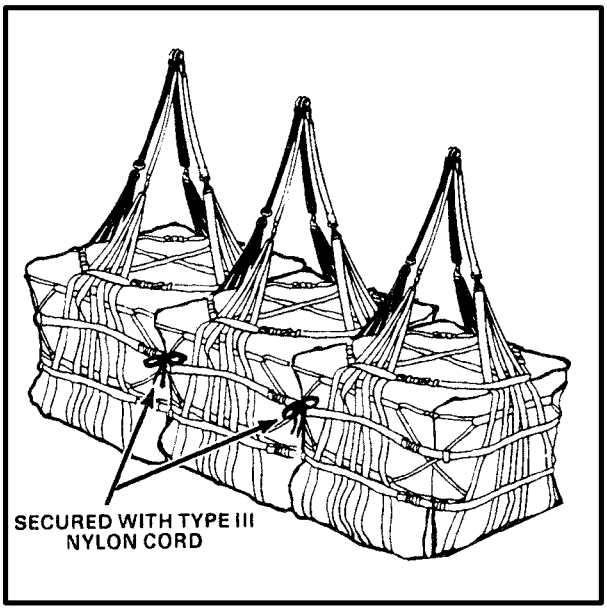

*Figure 8-7. Load of Three A-22 Cargo Bags*
**i. Preparing the Load for Pickup.** Prepare the load for pickup by looping the chain end of a sling leg through the medium clevis and inserting link number 3 in sling grabhook. Several A-22 cargo bags can be carried at the same time (Figure 8-7). Secure the bags together with a temporary tie of Type III nylon cord around the upper lateral straps of each container at the inside corner where they meet. Attach slings or sling legs to each container through the medium clevis. Adjust the sling leg lengths so that all the bags are carried at the same level. Usually link number 3 is placed in the grabhook. This will make pickup and release easier since all loads will leave the ground at the same time. To derig the A-22 cargo bag, remove the sling legs and clevis assemblies. Untie or cut the taped or tied strings. Unfasten the web straps and spread out the cover.